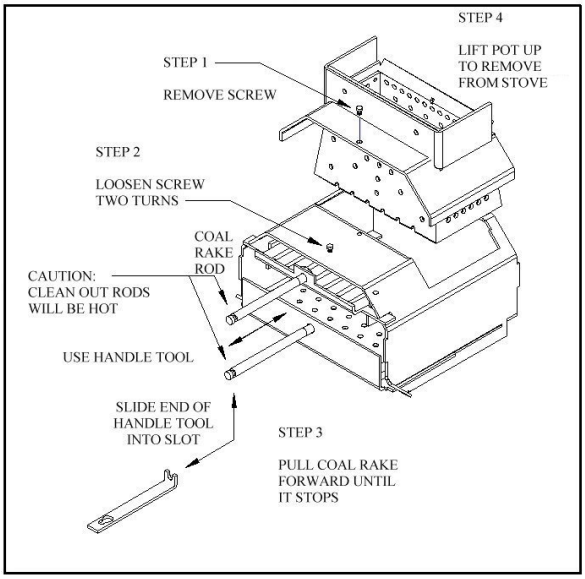

Figure 9
1. **The coal Rake.** The first step is to push the coal rake in and shave the burning coals and corn off the top of the clinker. Once this is done open the door and add a ¼ cup of pellets on top of the coals *(See figure 7 below).* To push in the Coal rake, use the Rod Handle tool shown in figure 9 on page 16.
3. **The slide out bottom.** *(See figure 8 on page 15)* Now you are ready to drop the clinker from the burn pot. Pull the bottom out in one quick motion and let the clinker drop into the ash pan. Quickly push the bottom in again. To pull out the slide bottom use the Rod Handle tool shown in figure 9 on page 16 (see point 2 at the top of page 16).
6. Cleaning the Heat exchange tubes. Now you can pull the tube scraper back and forth a couple of times to keep the tubes clean. If the Tube Scraper feels sticky and difficult to move, check for the presence of creosote on the tubes. If creosote is present a damper adjustment may be needed or the Stove has become plugged and needs a thorough cleaning. Call Dealer for assistance. To pull the tube scraper back and forth use the Rod Handle tool shown in Fig. 9 on page 16.
2. **Burnpot and Slide-Out Bottom.** Clean burn grate holes whenever needed. Remove the Burnpot and use a small metal object (Nail, Drill Bit, etc) to clean out plugged holes. (*See Figure 9 & 10)*